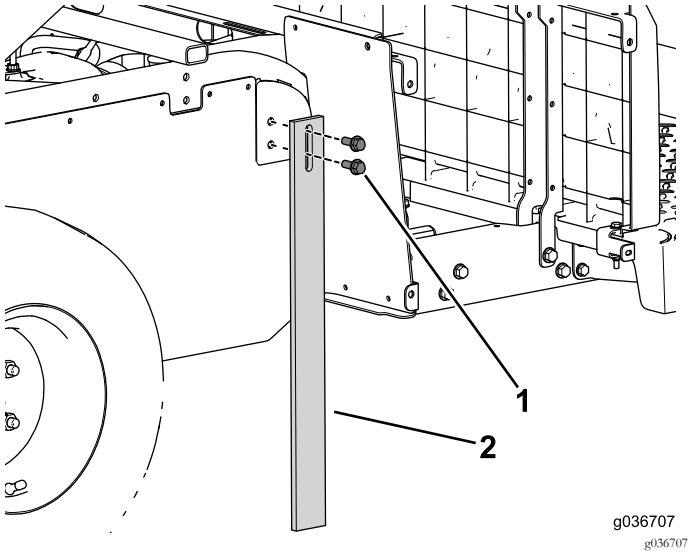

Figura 62
1. Instalação da perna de suporte na máquina (Figura 62).